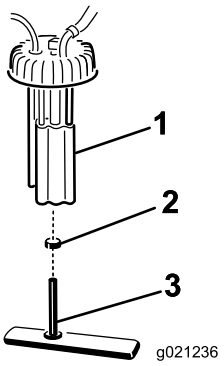

Figur 55
2. Koble ledningsfastspennerne fra drivstoffpumpen (Figur 55).
3. Fjern drivstoffpumpeenheten og drivstoffilteret fra tanken (Figur 55).
4. Fjern klemmen som fester drivstoffilterslangen til drivstoffpumpenippelen. Fjern slangen fra nippelen (Figur 55).